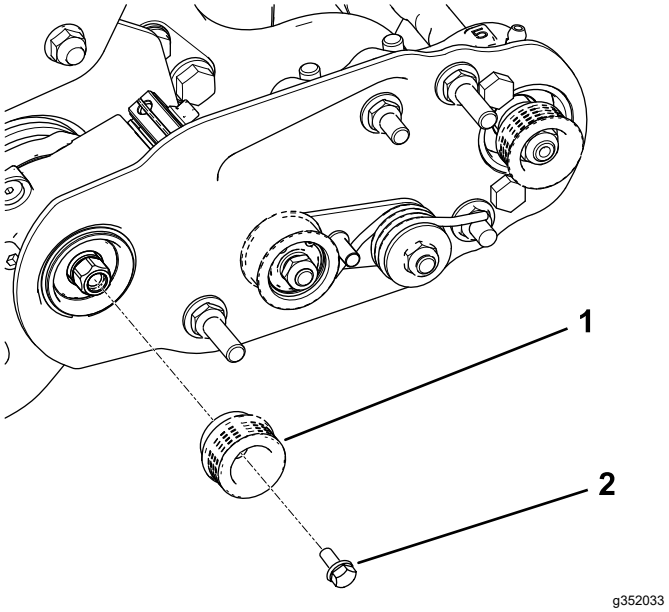

图 15
2. 把驱动皮带轮安装到疏草刀轴上图 15。
3. 为凸缘头螺栓涂抹蓝色防松螺纹油并使用该螺栓将皮带轮固定到驱动轴上请参阅图 15。